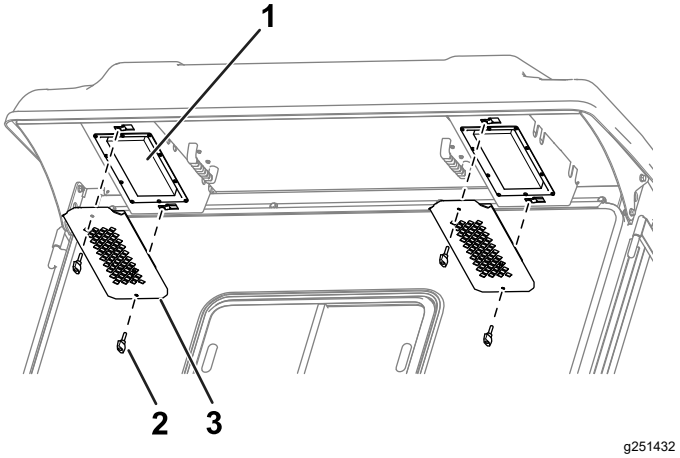

Figur 84
1. Ta bort vreden och gallren från hyttens bakre överhäng (Figur 84).
4. Montera filtren i hytten med hjälp av vreden och gallren (Figur 84).